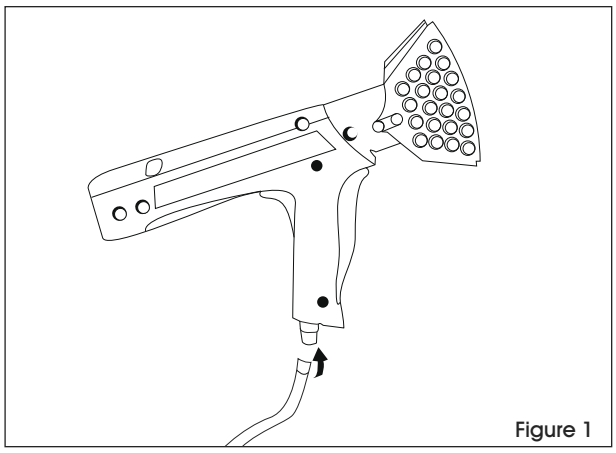

Figure 1
1. Connect gun, hose and regulator to the tank. Use a wrench to tighten fittings (left-hand threaded). (See Figure 1)